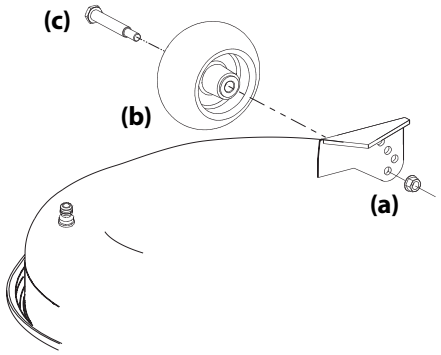

Figure 2-9
a. Remove the lock nut (a) securing one of the front gauge wheel (b) shoulder screws (c) to the deck. Remove the gauge wheel (b) and shoulder screw (c). See Figure 2-9.